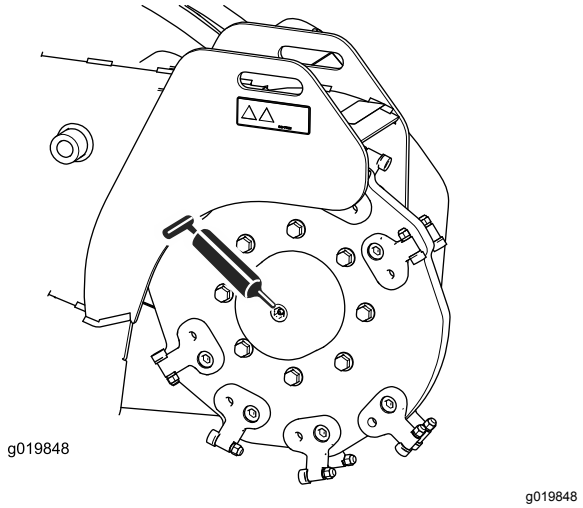
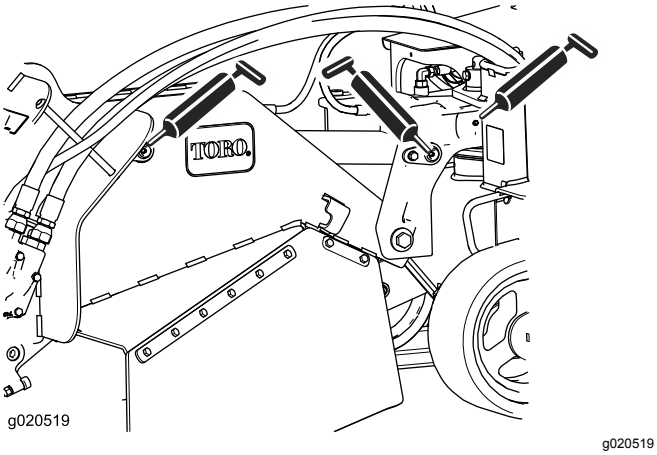

Figuur 27
Figuur 29
4. Sluit een smeerpistool aan op elke smeernippel (Figuur 27 tot Figuur 29).